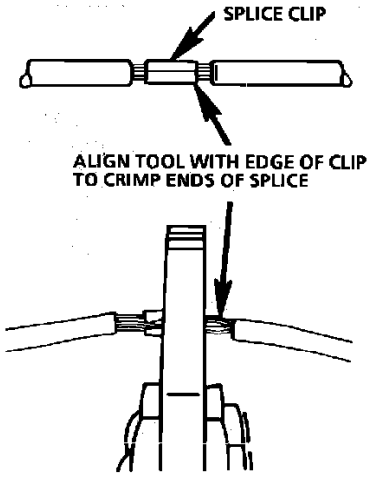

Fig. 9 Completing the Crimp
- No insulation is caught under the clip. Crimp the splice again, once on each end. Do not let the crimping tool extend beyond the edge of the clip or you may damage or nick the wires, **Fig. 9.**